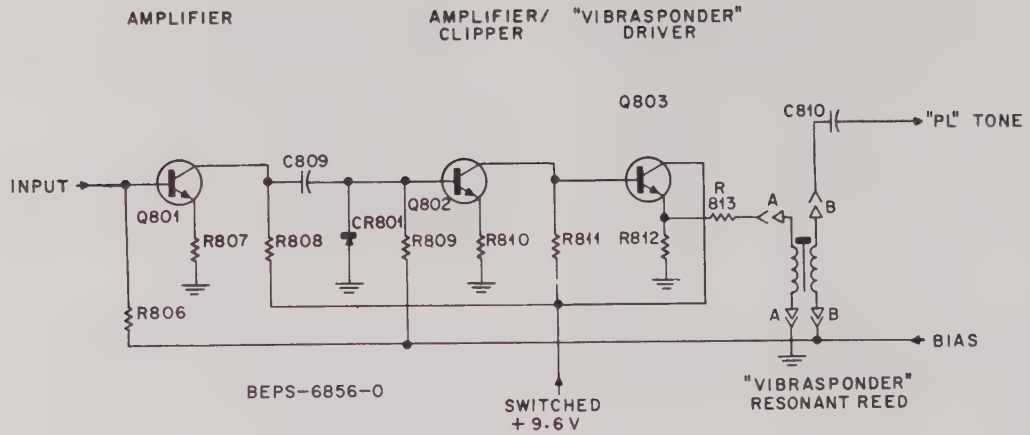

Figure 3. Input Amplifier Circuits
c. Input Amplifier Circuits (Refer to Figure 3)